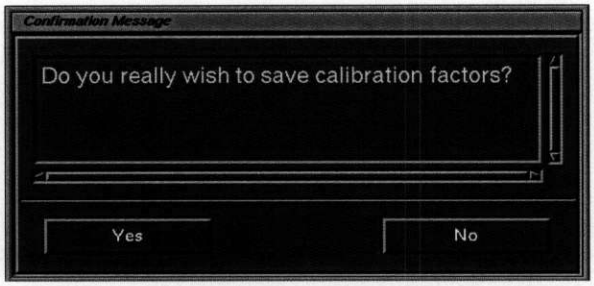

**Figure 3-19 Calibration factor Confirmation Message**
(*Figure 3-19 Calibration factor Confirmation Message, page 26*) This procedure allows the user responsible for calibrating the CyberKnife System dosimeters to turn on the LINAC beam and measure dose with a standard radiation detector. The calibration is used to set factors (counts/MU) for dosimetry channels A and B.
10. When you are satisfied with the results of the calibration and ready to save the factors, click **SAVE CALIBRATION FACTORS**. The Confirmation Message appears *Figure 3-19 Calibration factor Confirmation Message, page 26*. It contains a message asking you to confirm the new calibration factors. Click **YES** to save the factors. Clicking **NO** returns to the Linac Calibration window.